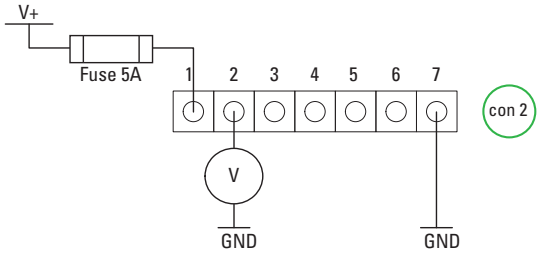

Figuur 18. De laadstatus van de accu bepalen
3. Bepaal de spanning van Pen 2 van Con 2 (zie figuur 18).